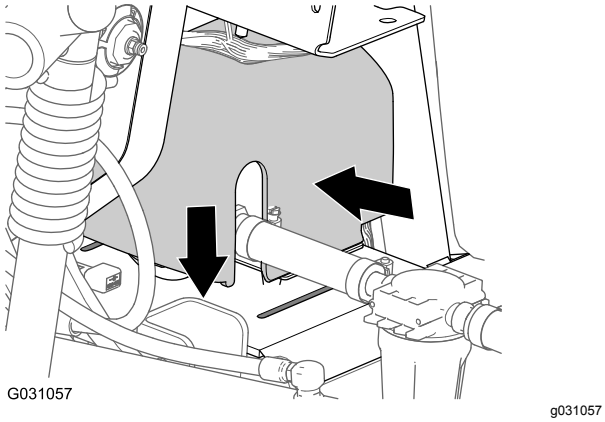

Figur 187
2. Rikta in sköljpumpskåpan över sätesplattan till sköljpumpen (Figur 187).
3. Tryck samman sidorna på sköljpumpskåpan och rikta in kåpans flikar mot sätesplattan (Figur 187).
4. För in flikarna i skårorna och släpp sidorna på kåpan (Figur 187).